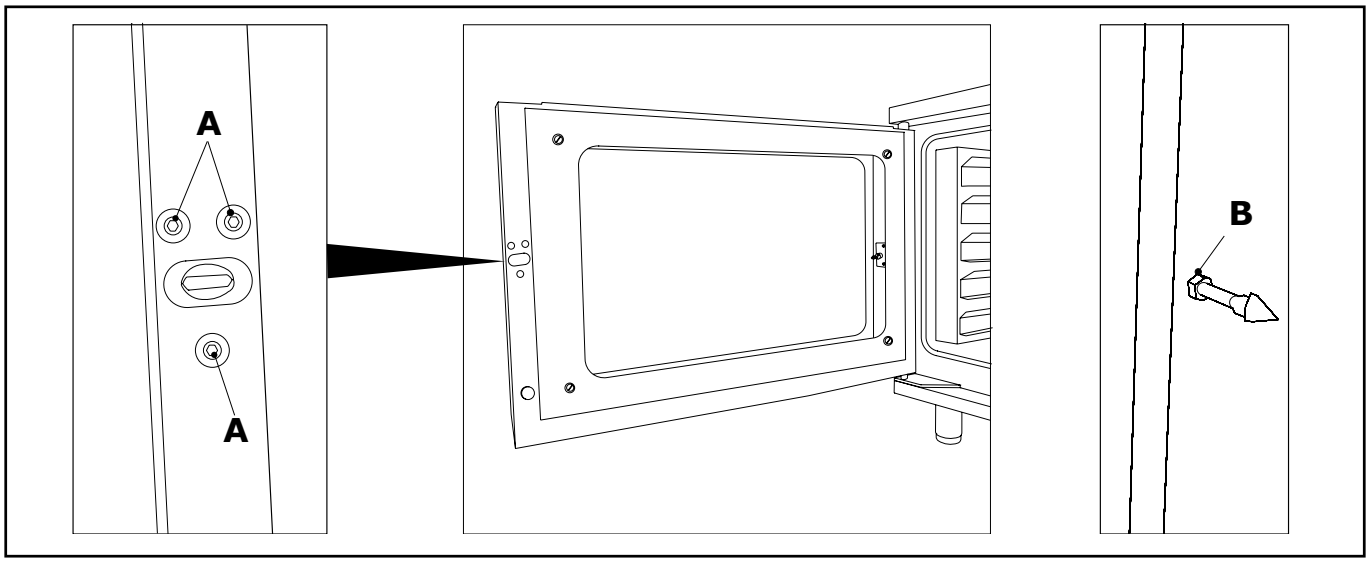

fig. 11
2) Desenroscar los tornillos (**A** - fig. 11).
4) Si fuera necesario, girar la tuerca (**B** - fig. 11) del gancho en sentido horario o antihorario para regular el cierre correcto de la manilla, teniendo cuidado de orientar correctamente la punta del gancho.